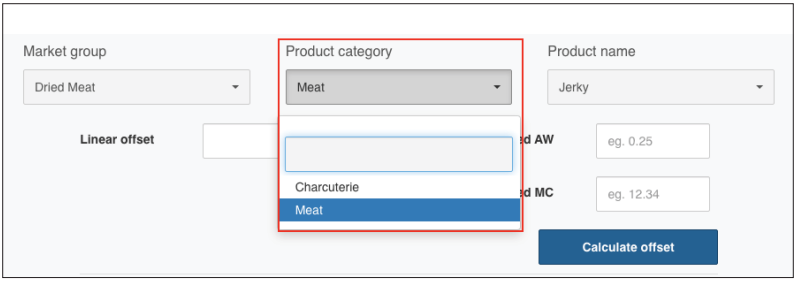

Figure 16 Product category
c. Under Product name, select the product category that most closely matches the product being measured (Figure 16).